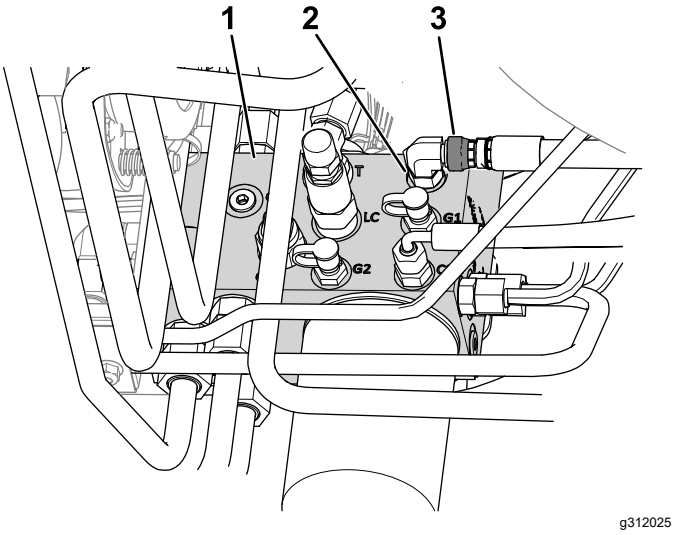

Figura 9
B. Allentate il dado girevole del flessibile collegato alla porta C1 del collettore idraulico (Figura 9).
E. Serrate il dado girevole del flessibile sull'apertura C1 (Figura 9) a 41 N·m.